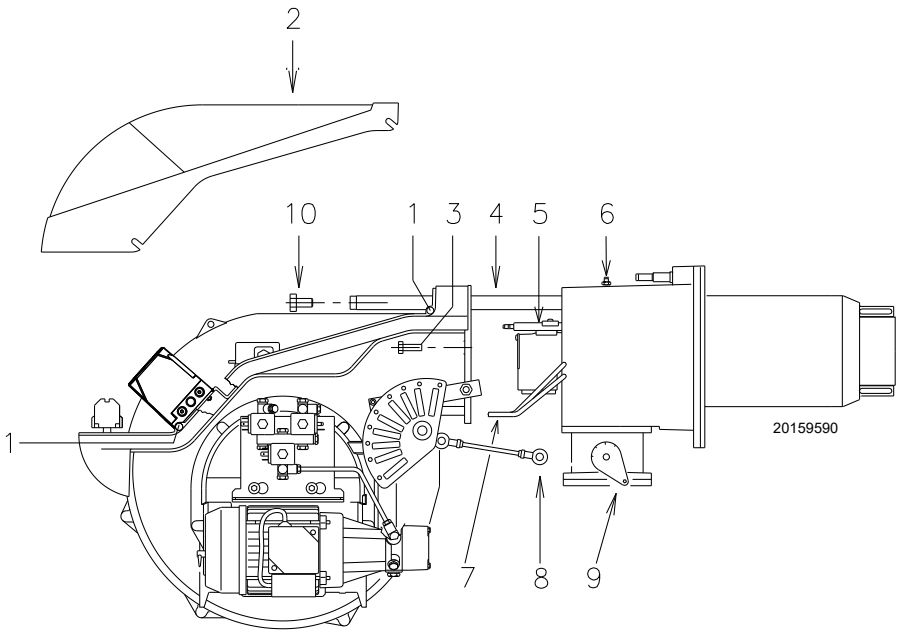

Fig. 47
- ➤ Loosen the screws 1) and remove the hood 2)(Fig. 47).
- ➤ Disconnect the light oil pipes 7)(Fig. 47).
- ➤ Remove the screws 3) and move the burner backwards by about 100 mm on the slide bars 4)(Fig. 47).
At this point it is possible to extract the inner part 5) after having removed the screw 6)(Fig. 47).